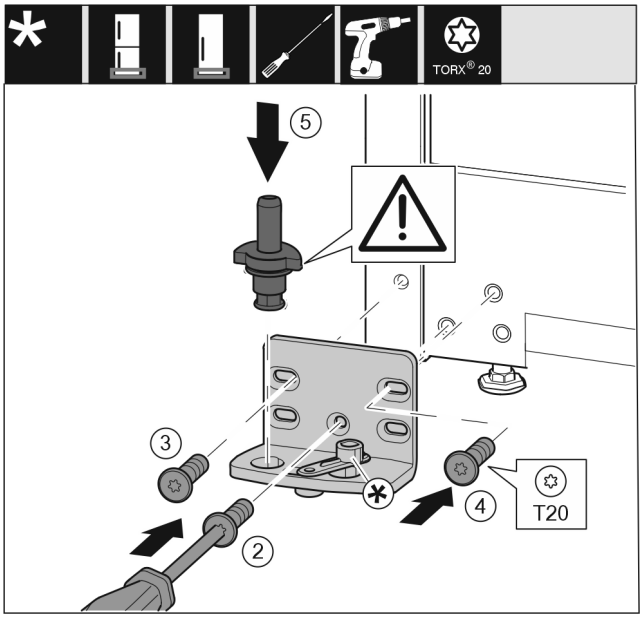

Fig. 20
▶ Place the swap bearing block on the other side and use a screwdriver to screw it on. Start with the screw *Fig. 20 (2)* at the bottom in the middle.
▶ Tighten screw *Fig. 20 (3)* and screw *Fig. 20 (4)*.
▶ Insert the bearing bolt *Fig. 20 (5)* completely. Ensure that the latching cam is pointing towards the rear.